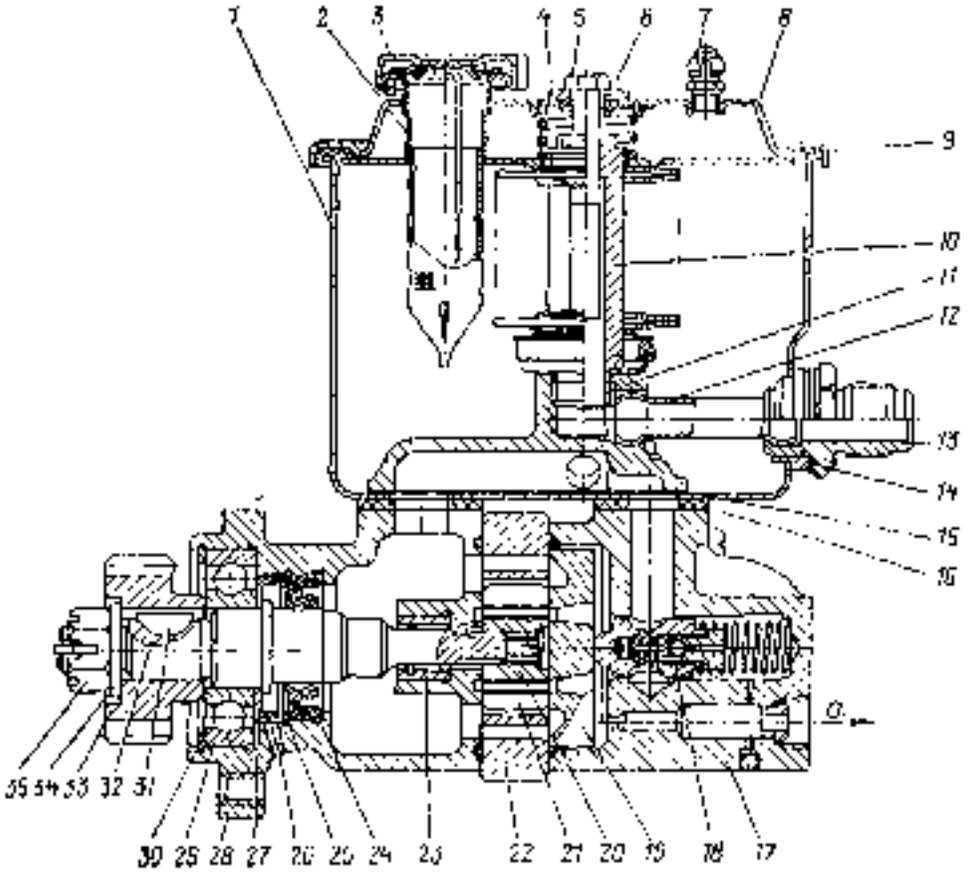

Fig. 96. Booster Pump:
Booster pump (Fig. 96) is a vane-type double-action unit. When the pump shaft rotates, the vanes are pressed to the stator curved surface under centrifugal force and pressure of the oil flowing under them. In the suction chambers the oil flows in between the vanes, being then forced, when the rotor turns, to the delivery chamber.
5. Remove cover 8 (see Fig. 96), filter 2 and wash them.